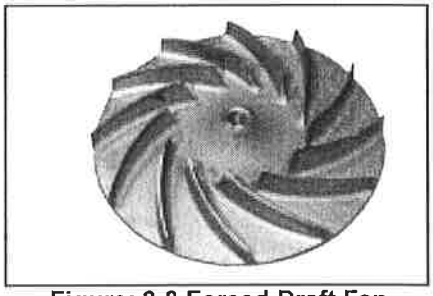

Figure: 2-8 Forced Draft Fan
2. FORCED DRAFT FAN (FIGURE 2-8)
2. Forced Draft Fan (Figure 2-8): Provides all air, under pressure, for combustion of pilot fuel and main fuel, and for purging.